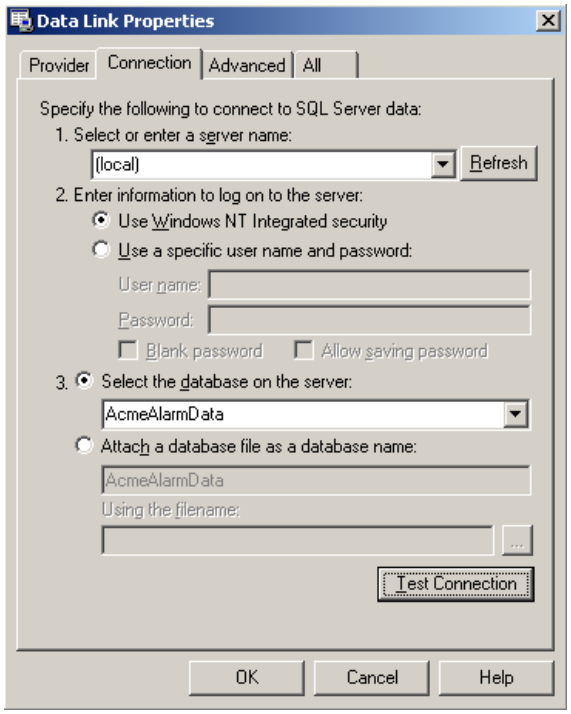

Figure L9.2 - Data Link Properties
11. In the "Select the database on the server" dropdown list, pick "**AcmeAlarmData**". The Data Link Properties dialog should look similar to Figure L9.2.